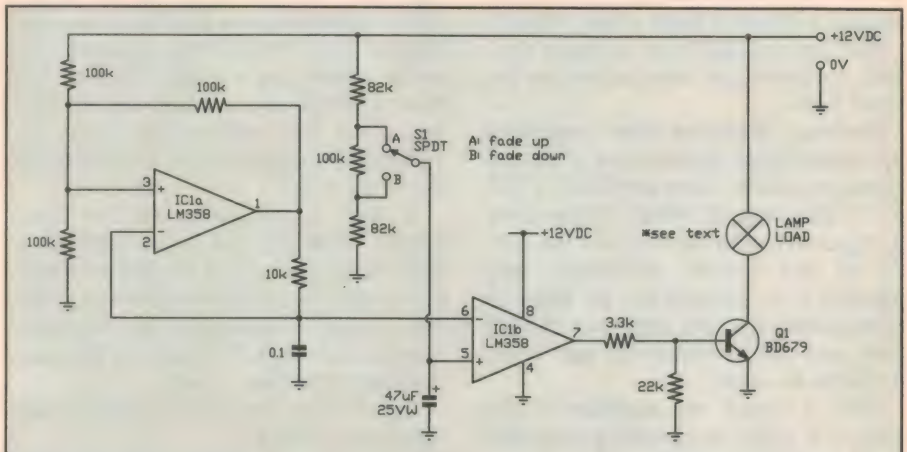

Fig.1
Looking at the screen shot (Fig.1) you can see that the sensor's output voltage is not, as you might expect, maintained at a steady, constant level. This is because the sensor is part of a closed loop control system, whereby the ECU detects a change in the voltage coming from the sensor, and so changes the width of the pulses used to switch on the engine's fuel injectors.
Fig.1: A screen shot from the analyser, clearly showing in the top half the waveform produced by the EGO sensor, while the bottom half displays all of the calculated readings. Note that this reading was taken while the car was accelerating, accounting for higher than normal lambda.
B.F. had tried using some AC circuit theory, using zero crossing detectors and other circuits, but found that the project was becoming too complicated. A crude but practical answer to his problems is the circuit shown in Fig.1. It's a low voltage auto-dimmer using some of the switching theory we've covered in previous issues, and it should work quite well.
Looking at the circuit in Fig.1, it's based around a common LM358 dual op-amp IC, with IC1a hooked up as a triangle wave oscillator and IC1b as a simple comparator.
A perfect triangle waveform has linear or straight edges, but because of the way this particular circuit works, the peaks of the waveform droop a little. Now the reason for this lies in the way the capacitor is charged up. If we look just at the oscillator in Fig.1, the capacitor is charged and discharged through the output of IC1a via a resistor. Let's consider the capacitor's progress as it charges up.
Looking back at Fig.1, the ramp signal from IC1a is connected to the inverting input of IC1b, and this is configured as a comparator. On the other input, we have a simple resistor/capacitor arrangement controlled by a switch. This is a single-pole double-throw (SPDT) switch, which will control the lights. With the switch in the 'A' position, the capacitor charges up and in the 'B' position, the capacitor discharges.